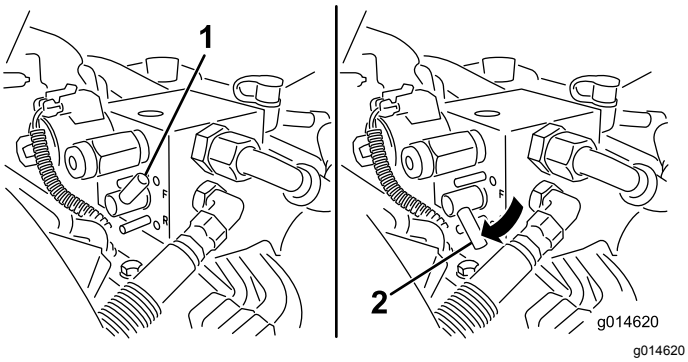

Figur 51
5. Drej baglapningsgrebet til positionenBAK (R) (Figur 51).